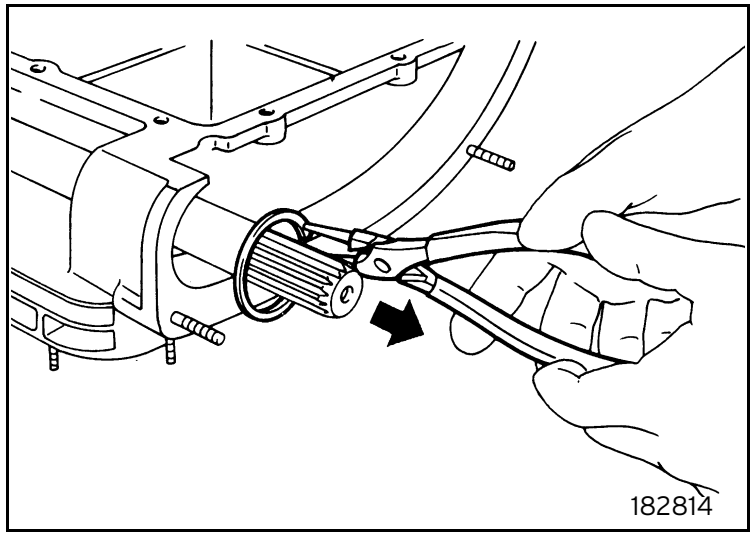

Fig. 14
- Working from the other side. remove the first drive input shaft front bearing snap ring (figure 14).